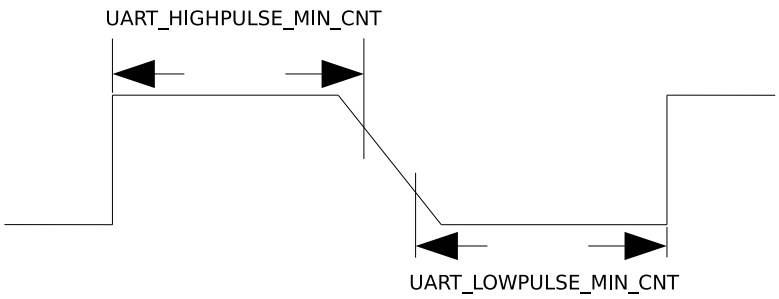

Figure 26.4-3. The Timing Diagram of Weak UART Signals Along Falling Edges
2. If UART signals are weak along falling edges as shown in Figure 26.4-3, which leads to an inaccurate average of UART_LOWPULSE_MIN_CNT and UART_HIGHPULSE_MIN_CNT, use UART_POSEDGE_MIN_CNT to determine the transmitter's baud rate as follows: